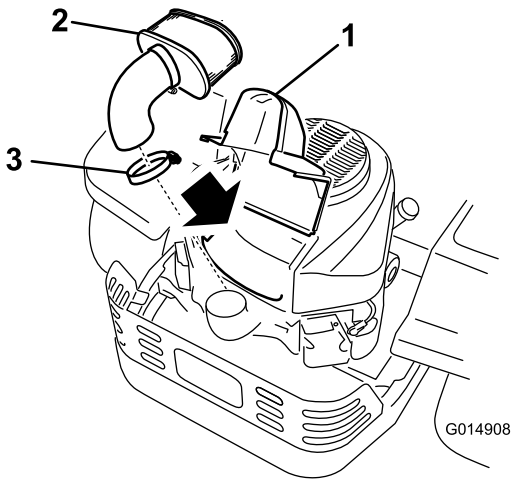

Figuur 36
3. Maak de omgeving van het luchtfilterdeksel schoon om te voorkomen dat vuil in de motor komt en schade veroorzaakt. Til het deksel op en verwijder de slangklem waarmee het luchtfilter aan de motor bevestigd is (Figuur 36).
4. Draai de slangklem los en verwijder het papierelement (Figuur 36).